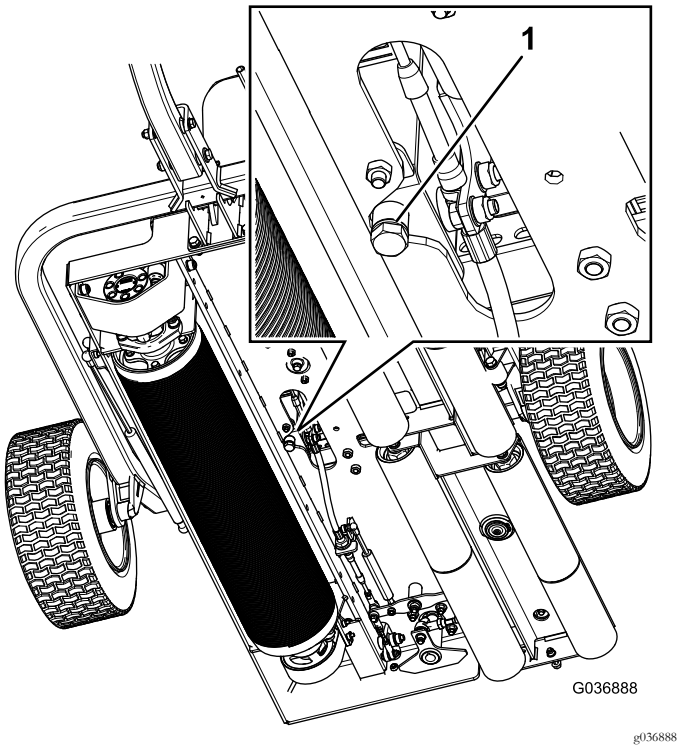

Rysunek 36
1. Umieść miskę pod korkiem spustowym płynu oleju. (Rysunek 36).
2. Wykręć korek spustowy z dna zbiornika (Rysunek 36).